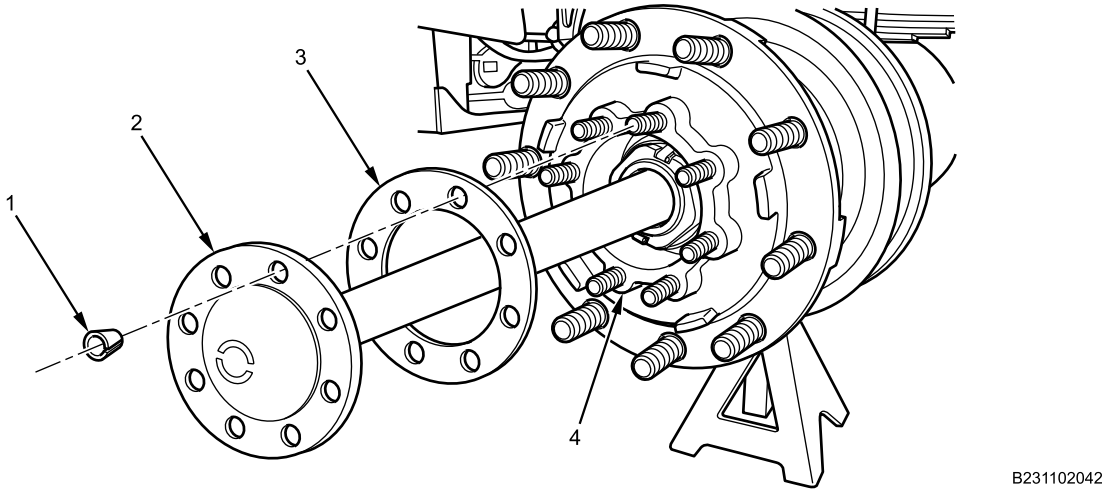

Figure 2. Rear Axle Shaft and Gasket.
4. Insert flat screwdriver into slot on dowel bushings (Figure 2, Item 1) to loosen, and remove eight dowel bushings.
5. Remove rear axle shaft (Figure 2, Item 2) and gasket (Figure 2, Item 3) from hub assembly (Figure 2, Item 4). Discard gasket.